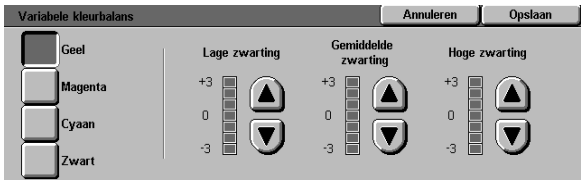

Figuur 42: Scherm Kleurbalans
1. Het pictogram **Variabele kleurbalans** op het tabblad Beeldkwaliteit aanraken om het scherm kleurbalans te tonen (zie figuur 42).